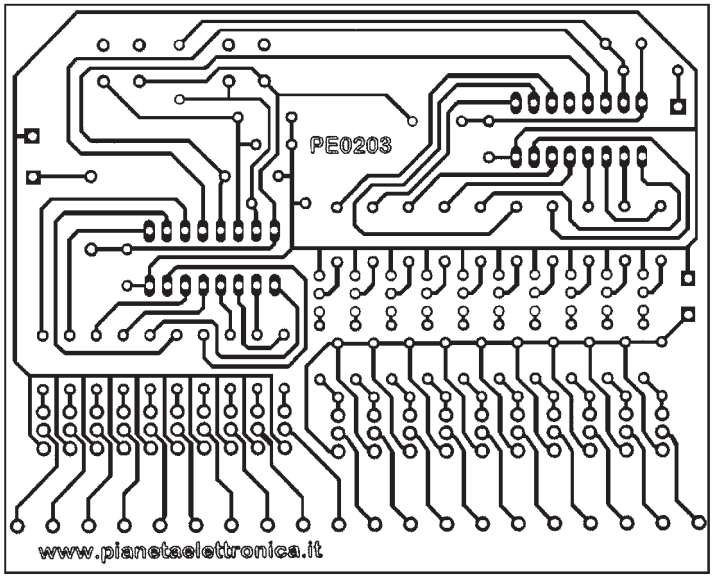
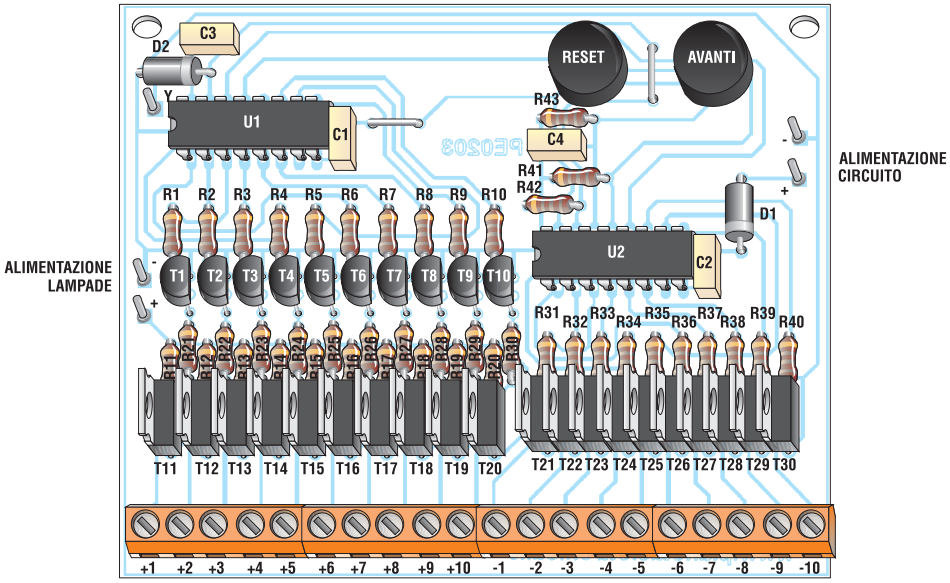

**Figura 4** *Circuito stampato in sclala 1:1*
**Figura 5** *Disposizione dei componenti sulla scheda.*
*Piano dei cablaggi e collegamenti* **Figura 5**
rente, agevolando il controllo della tensione d'uscita ma non i ritorni di massa di potenza. A differenza dei lettori o amplificatori utilizzati, spesso accade di dover cortocircuitare il resistore R5, semplicemente ponendo il morsetto di massa uscita a telaio dell'auto, come da **figura 5**.
A mente fredda fare un ulteriore controllo di tutto il lavoro svolto, poi realizzate le connessioni di **figura 5** con gli indispensabili fusibili di protezione, regolate P1 per la sua massima resistenza quindi ponete tra il + ed il – di uscita una lampada 100W 220V, collegate ai 12V (se si tratta di alimentatore esso deve erogare almeno 30A), quindi ponete a positivo il pin di accensione. Subito sentirete un piccolo "tic" determinato dall'alta corrente passante su T2 e, se tutto è a posto si accenderà a mezza luce la lampada posta sul carico, se la lampada non si accendesse e il fusibile principale si fondesse, se non sono stati commessi errori basterà invertire le connessioni del trasformatore T1 alle basi dei transistori per ripristinare l'auto oscillazione.
Innanzitutto è necessario reperire il materiale riportato nell'elenco componenti, e realizzare il circuito stampato che trovate in **Figura 4**. Dopodichè i componenti dovranno essere saldati sul circuito stampato come riportato in **Figura 5**.